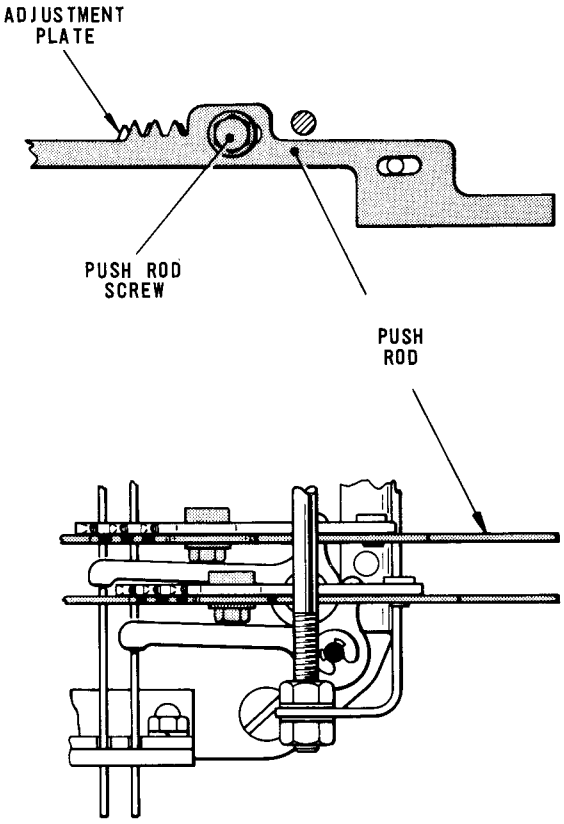

Fig. 4.77 SELECTOR BAR/PUSH ROD LINKAGE
93.2 To adjust, slacken the screw securing the appropriate push rod, Fig.4.77, to its adjustment plate and, holding down the respective selector code plate, insert a screwdriver between the adjustment teeth and move the adjustment plate until dimension 'bp' is obtained. Tighten the push rod screw.